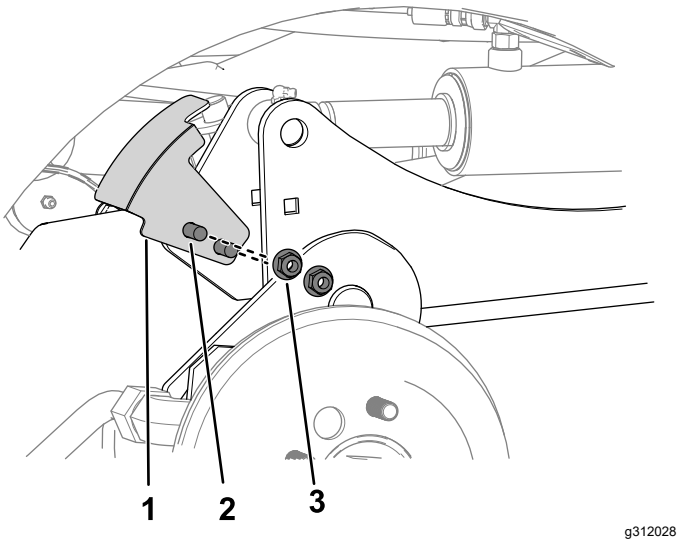

Bild 8
5. Befestigen Sie die Sensorhalterung mit zwei Schlossschrauben und zwei Muttern (¾") am rechten Hubarm (Bild 8).